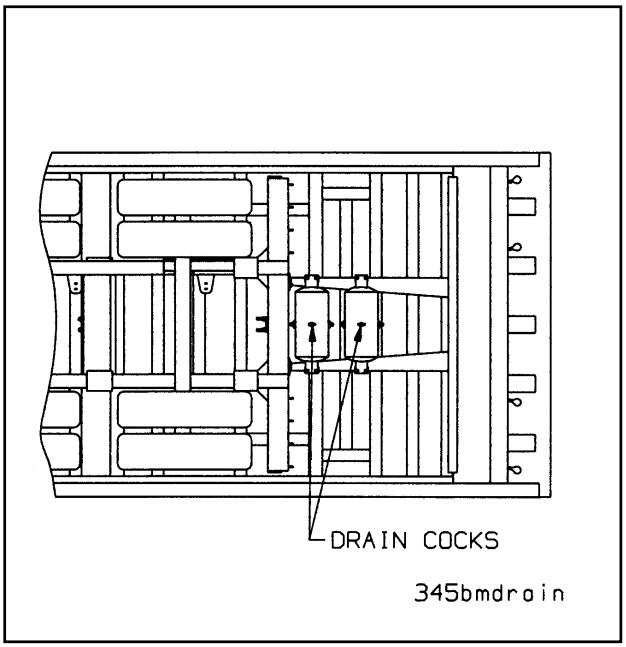

**Figure 4-8 Drain Cock Locations**
**d.** Drain air reservoir daily. A drain cock on the bottom of each air reservoir vents the tank to drain collected water and oil. If held open, air pressure in the tanks is relieved, causing the emergency or parking brakes to be applied **(See Figure 4-8).**